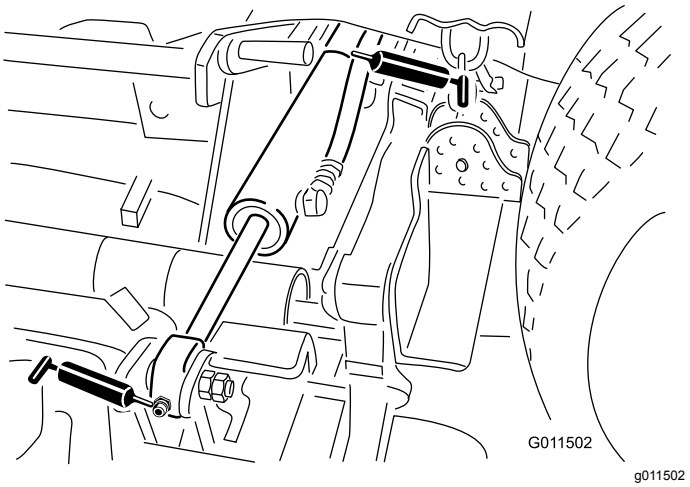

Figur 69
Vinglyftcylinder (4) (Figur 69)